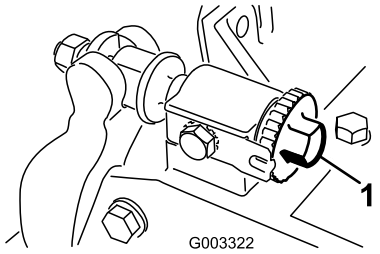
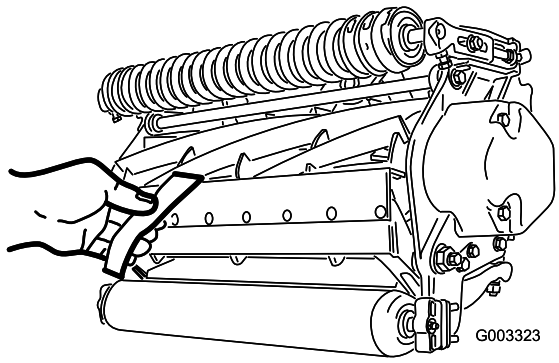

Bild 8
Bild 9
1. Stellen Sie die Maschine auf eine flache, ebene Arbeitsfläche. Stellen Sie sicher, dass die Spindel das Untermesser nicht berührt. Drehen Sie die Einstellschrauben des Untermesserträgers nach links (Bild 8).
Wichtig: Stellen Sie sicher, dass die Muttern hinten an den Einstellschrauben des Untermesserträgers nicht auf der Arbeitsfläche aufliegen (Bild 8).
3. Führen Sie an einer Seite der Spindel einen langen Streifen Papier zwischen der Spindel und dem Untermesser ein (Bild 9). Drehen Sie die Einstellschraube des Untermesserträgers, während Sie die Spindel langsam vorwärts drehen, nach rechts (am selben Ende der Spindel) (Bild 8), jeweils um einen Klick, bis das Papier fest gehalten wird, wenn Sie es von vorne parallel zum Untermesser einführen. Wenn das Papier gezogen wird, sollten Sie einen leichten Widerstand spüren.
5. Vergewissern Sie sich nach dieser Einstellung, dass die Spindel Papier einklemmen kann, das von vorne eingeführt wird, und Papier schneiden kann, das senkrecht zum Untermesser eingeführt wird (Bild 9). Papier müsste sich mit minimalem Kontakt zwischen Untermesser und Spindelmessern schneiden lassen. Wenn ein zu großer Spindelwiderstand besteht, läppen oder schleifen Sie das Mähwerk nach, um die für einen genauen Schnitt erforderlichen scharfen Kanten zu erhalten (weitere Angaben finden Sie in der Toro Anleitung Schärfen von Spindel- und Sichelmähern, Form No. 80-300PT).